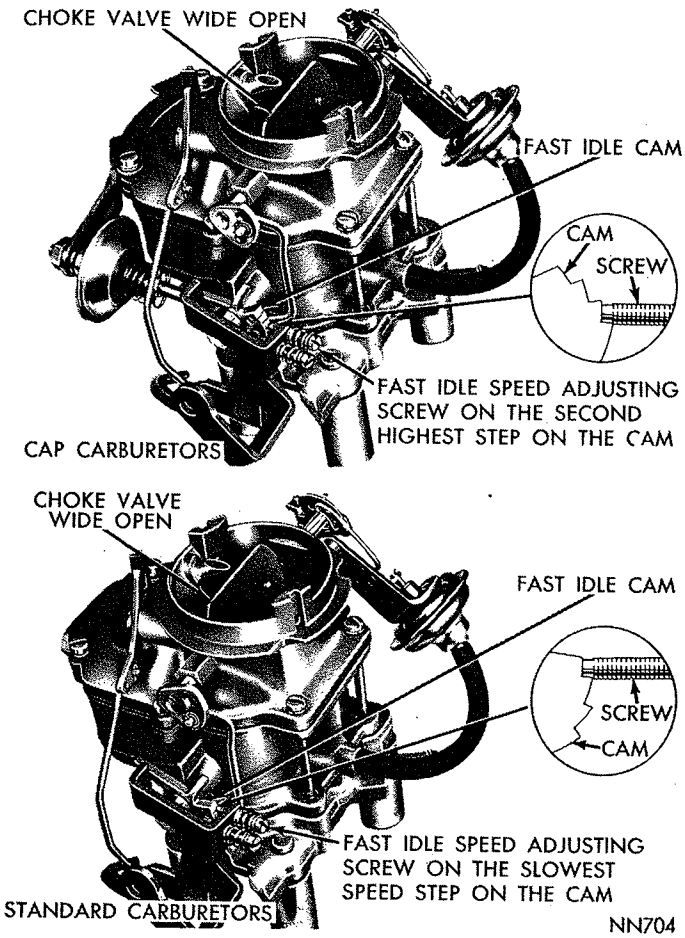

***Fig. 19—Fast Idle Speed Adjustment (on the Vehicle)***
(1) With engine running and transmission in the neutral position, open the throttle slightly.
(2) **On Standard Corburetors,** close the choke valve about 20 degrees then allow throttle to close. Return choke valve to the open position. The fast idle speed adjusting screw should contact the slowest speed step on fast idle cam (Fig. 19).
(3) **On CAP Carburetors,** open the throttle until the fast idle speed screw can be positioned on the second highest step of the cam (Fig. 19). **The air cleaner must be installed while measuring the engine speed.**
(4) With engine warmed-up to normal operating temperature, turn fast idle speed adjusting screw **in** or **out** to secure 700 r.p.m. (Standard Carburetors), 1400 rpm (CAP) manual transmission or 1500 rpm (CAP) automatic transmission** **Reposition the cam and throttle after every screw adjustment to apply normal throttle closing torque.**